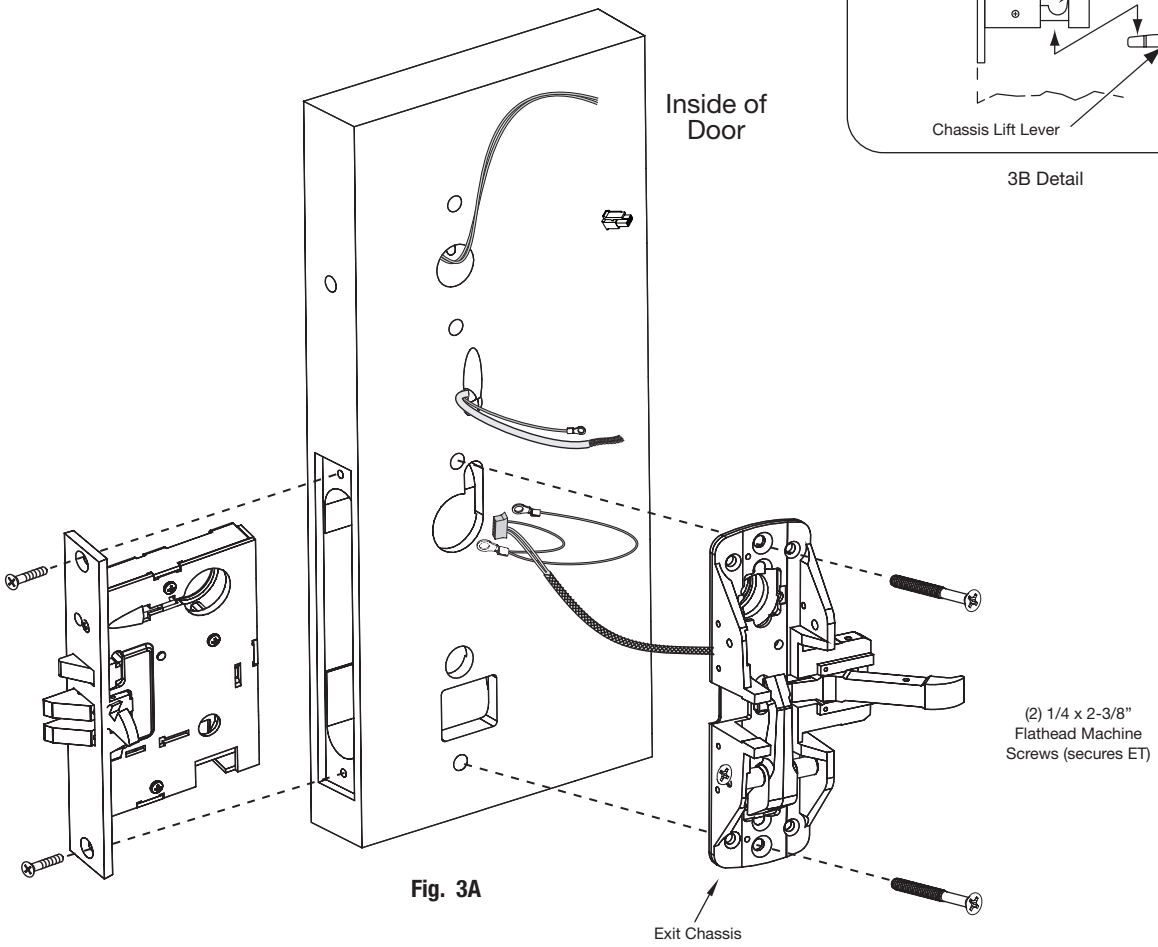

Fig. 3A
NOTE: Exit chassis harness consists of a 6-pin female connector and two different-sized ground lugs (Fig. 3A)
2. Feed 6-pin connector and larger ground lug straight through to outside of door (Fig. 3A, B) while feeding smaller ground lug into wire hole, up through wire channel and out through inside of door (Fig. 3A).